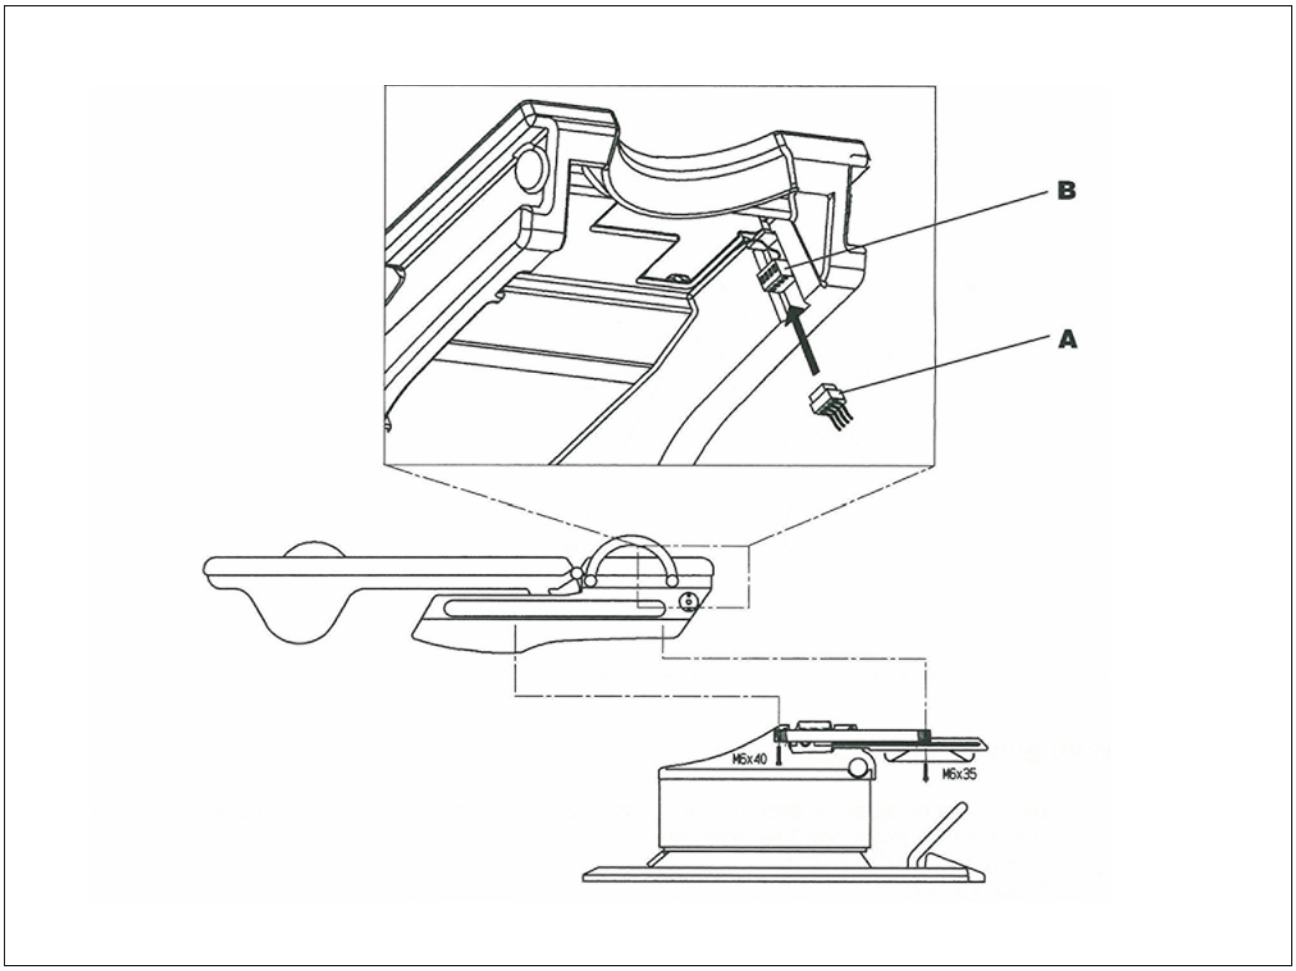

Fig 3.1
3) Connect the orange 4 poles crimping terminal of the seat support (Fig. 3.1 A) with that of the counter seat (Fig. 3.1 B) for the mains power supply of the backrest and the respective micro switch.